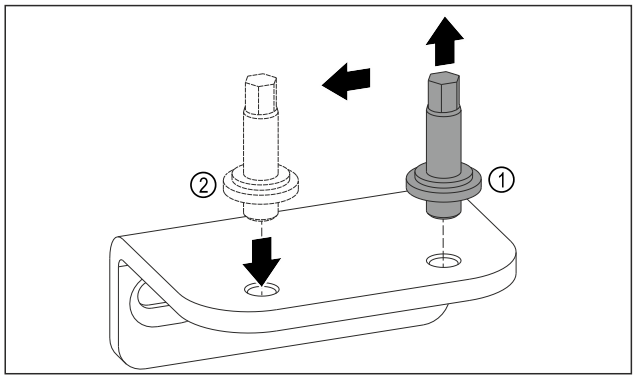

Fig. 13
- ▶ Odšroubujte šroub spodního stojanu ložiska pomocí imbusového klíče SW5. *Fig. 13 (1)*
- ▶ Zasuňte čep na opačné straně. *Fig. 13 (2)*